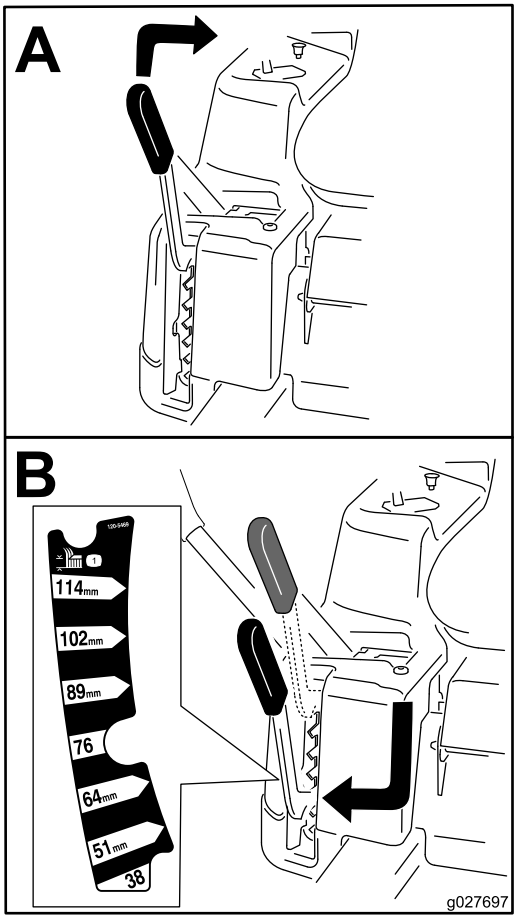

**Figur 18**
**Merk:** Transportstillingen er høyeste klippehøydestilling eller klippehøyde (115 mm) som vist i Figur 18.